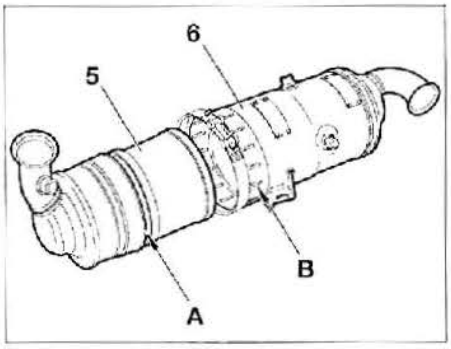

FIG. 38
- situar la ranura (A) del filtro de partículas (5) en el centro de las ranuras (B) del catalizador (6) **(fig. 38).**